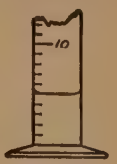

Fig. 5
b. Support the burette upon a ring-stand by means of a clamp. Now fill the burette with distilled water, drawing off a portion to insure the complete removal of air from the rubber tubing and nozzle. The last bubble of air may be removed by turning the nozzle upward while the water is allowed to flow. Read the height of water by observing the lower side of the meniscus (Fig. 5) and estimate to tenths of a division.